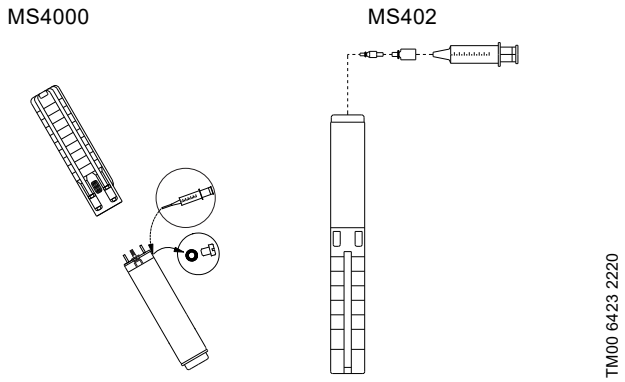

Fig. 3 Placering af motor under påfyldning - MS4000 og MS402
1. Placér dykpumpen som vist i fig. 3. Påfyldningsskruen skal være det øverste punkt på motoren.
3. Sprøjt væske ind i motoren med fyldesprøjten indtil væsken løber ud af påfyldningshullet. Se fig. 3.